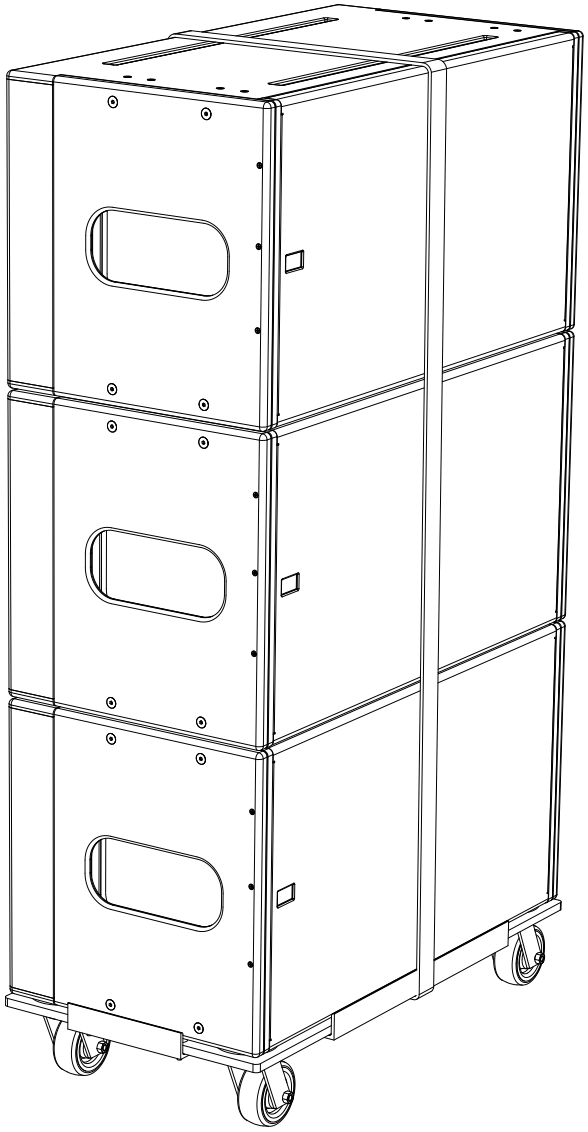

Figure 7.17. Three 600-HP on the MDB-600 with strap
**NOTE:** For safety reasons and to avoid any damage to the enclosures, use straps (as shown in Figure 7.17) when transporting a stack, especially if the cabinets are not fitted with the MRF-600 rigging frame. The MDB-600 includes slots on the sides for this purpose.